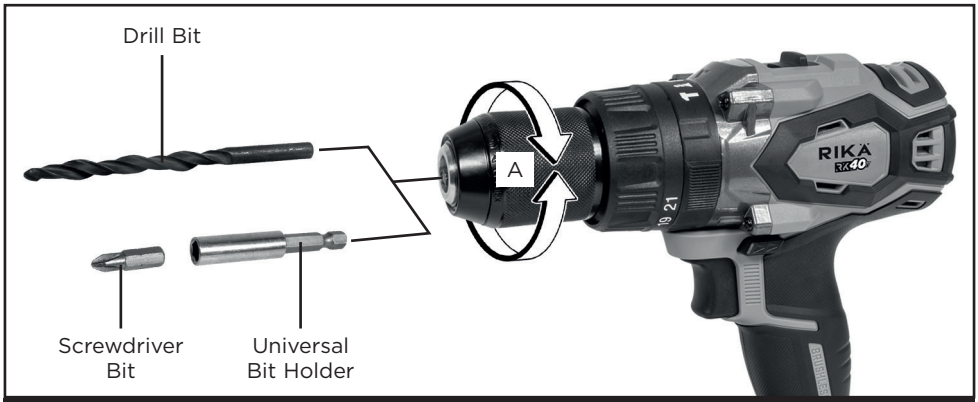

Fig.1
Rotate the chuck (A) in a counter-clockwise direction until the bit can be inserted. Insert a drill bit, Fig.1. See page 14.